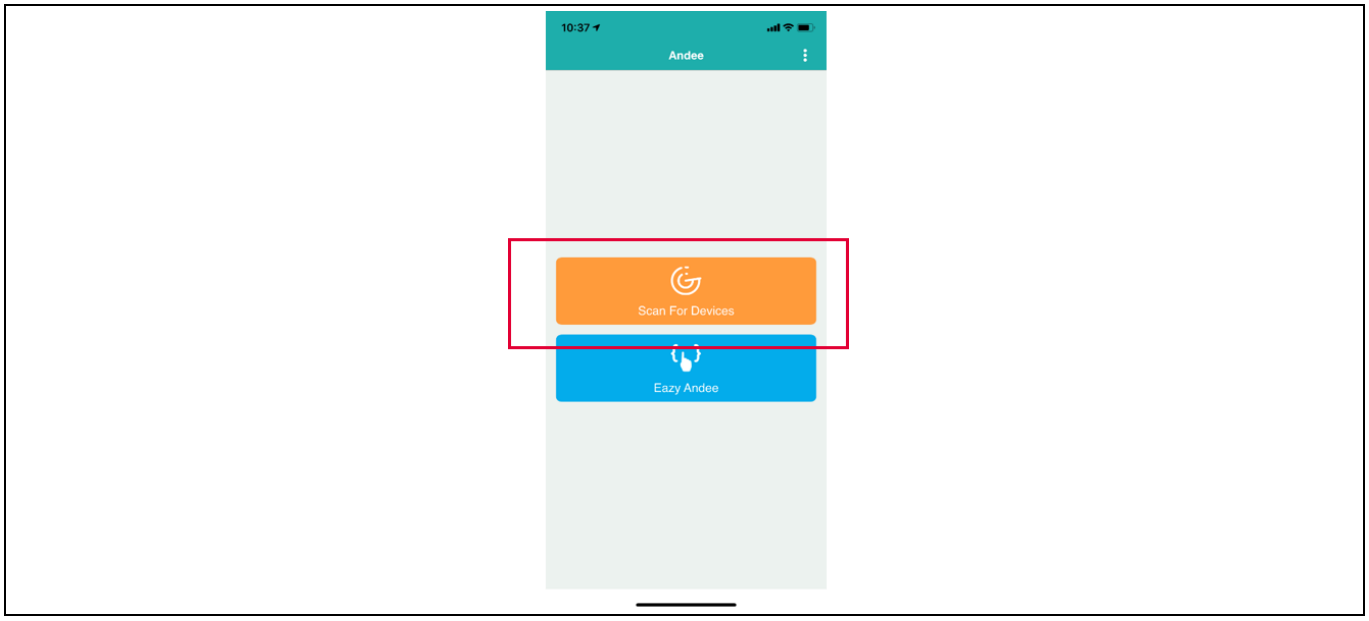

Figure 33 Andee app – scan for devices
15. Launch the Andee app (can be installed for free from the Apple App Store or Google Play Store) on your smart device. In the app, click "Scan for Devices" (Figure 33).